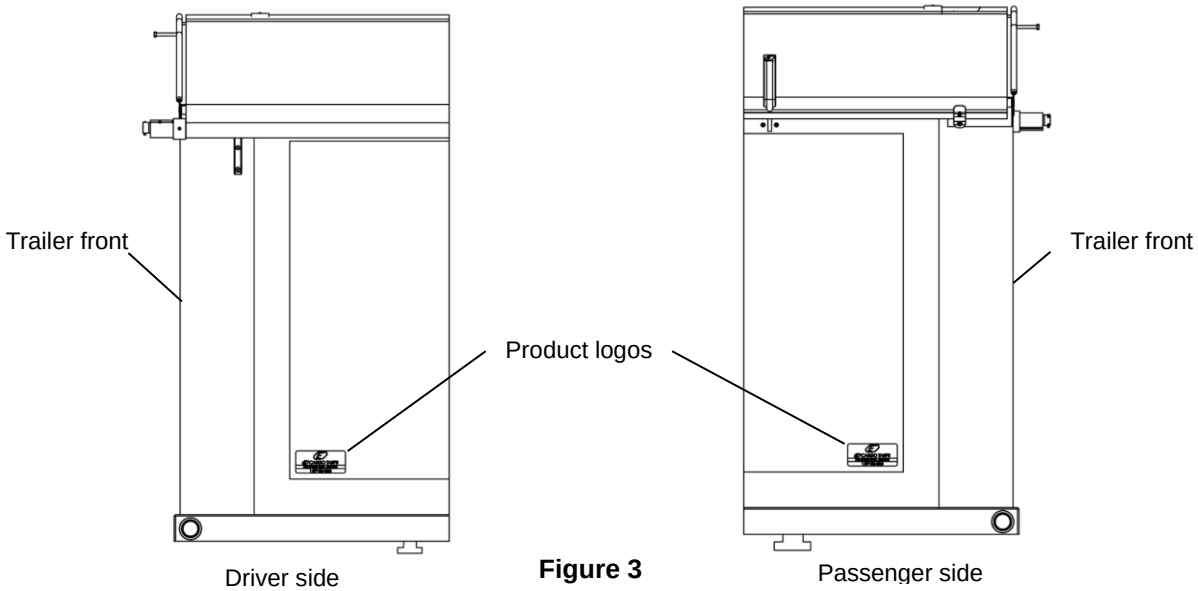

Figure 3
3. **Figure 3.** Apply product logos at the front of the trailer, on each side, as sown :